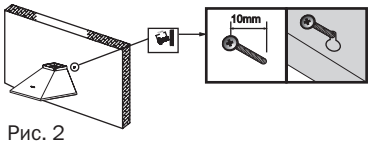

Рис. 2
2. Вкрутите в отверстия 4 болта. Убедитесь, что видимая часть болтов, на которые будет навешиваться вытяжка, составляет не менее 10 мм. (Рис. 2)